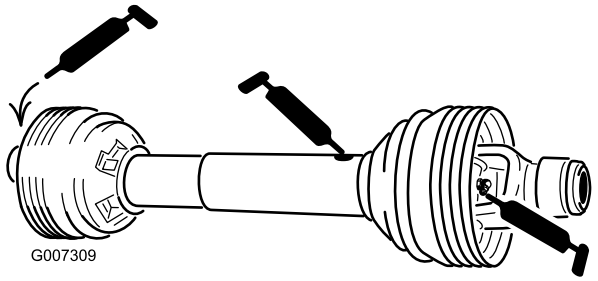

Figur 43
Kraftuttaksakselen (3) (Figur 43)